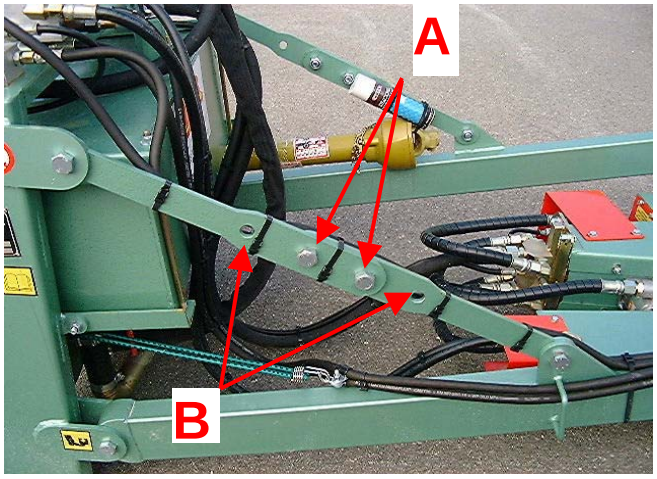

Figure 6
- Le réglage se fait en jouant sur la position des boulons (figure 6 repère A) par rapport aux trous des bras (figure 6 repère B).
- Dévissez les deux écrous (figure 6 repère A) et enlevez les.